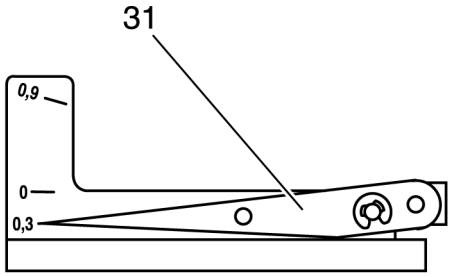

Рис. 17
- Поверните маховое колесо вперед на полный оборот, затем поворачивайте дальше, чтобы стрелка 31 установилась на отметке 0,3 (рис. 17).
- Очень медленно поворачивайте вперед маховое колесо, чтобы стрелка остановилась у отметки 0,3 (рис. 17). В этом положении транспортер должен совершать слышимое и видимое перемещение (переключение).